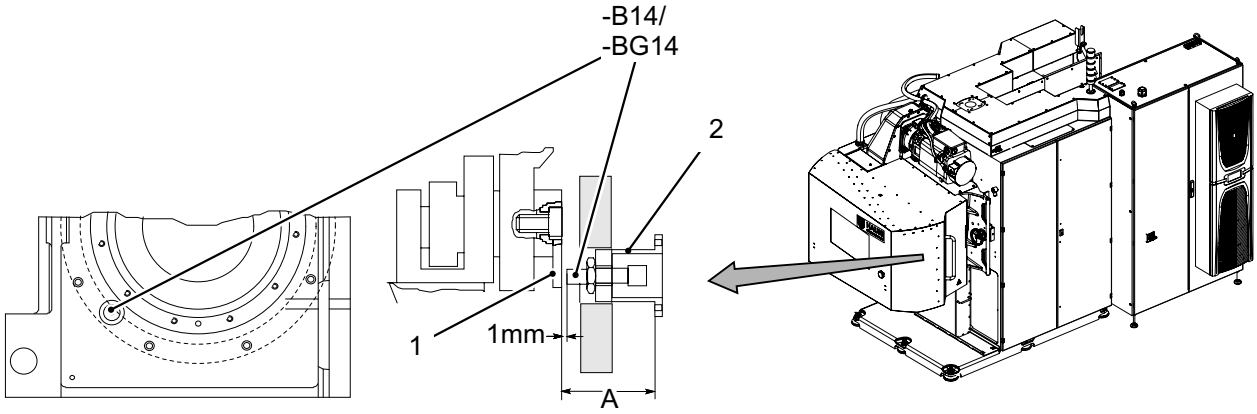

Fig. 5 *(0592_K010HWR.z.00010.00.svg)*
3. Remove the sleeve with proximity switch *(Fig. 5-B14)*.
6. Observe the knife drum through the fixing hole of *(Fig. 5-B14 / BG14)* (you will need a torch).
7. Turn the knife drum until you see that the actuator is centred in front of the fixing hole of *(Fig. 5-B14 / BG14)*.
8. Using a depth gauge, measure the gap *(Fig. 5-A)* between housing wall and actuator through the fixing hole.
11. Slowly hand-turn the knife drum and make sure that the actuator does not touch the proximity switch *(Fig. 5-B14 / BG14)*.
12. Slowly hand-turn the knife drum until the actuator *(Fig. 5-1)* covers the proximity switch *(Fig. 5-B14 / BG14)*.
14. The local peripherals are located in the switch box (-A301 / -AA301). Input -I1202.6: the LED is lit when the proximity switch *(Fig. 5-B14 / BG14)* is correctly adjusted in relation to the actuator.